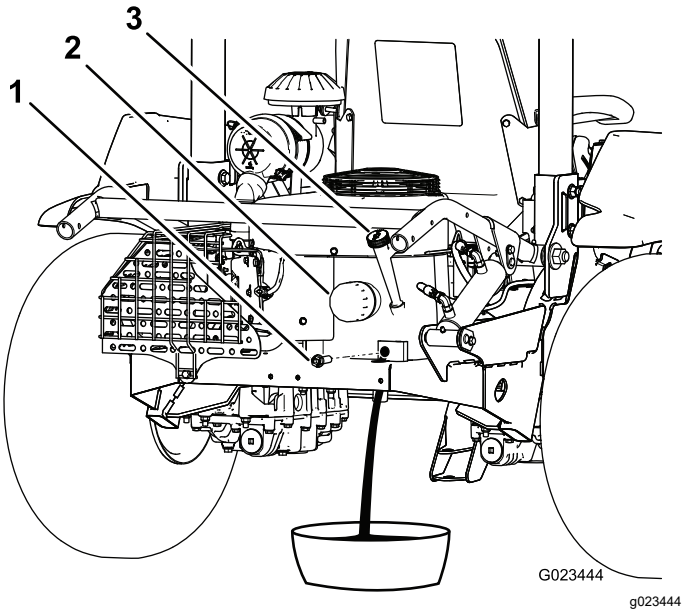

Figuur 37
3. Verwijder de aftapplug (Figuur 37) en laat de olie in een geschikte opvangbak lopen. Als er geen olie meer naar buiten stroomt, plaatst u de aftapplug terug.